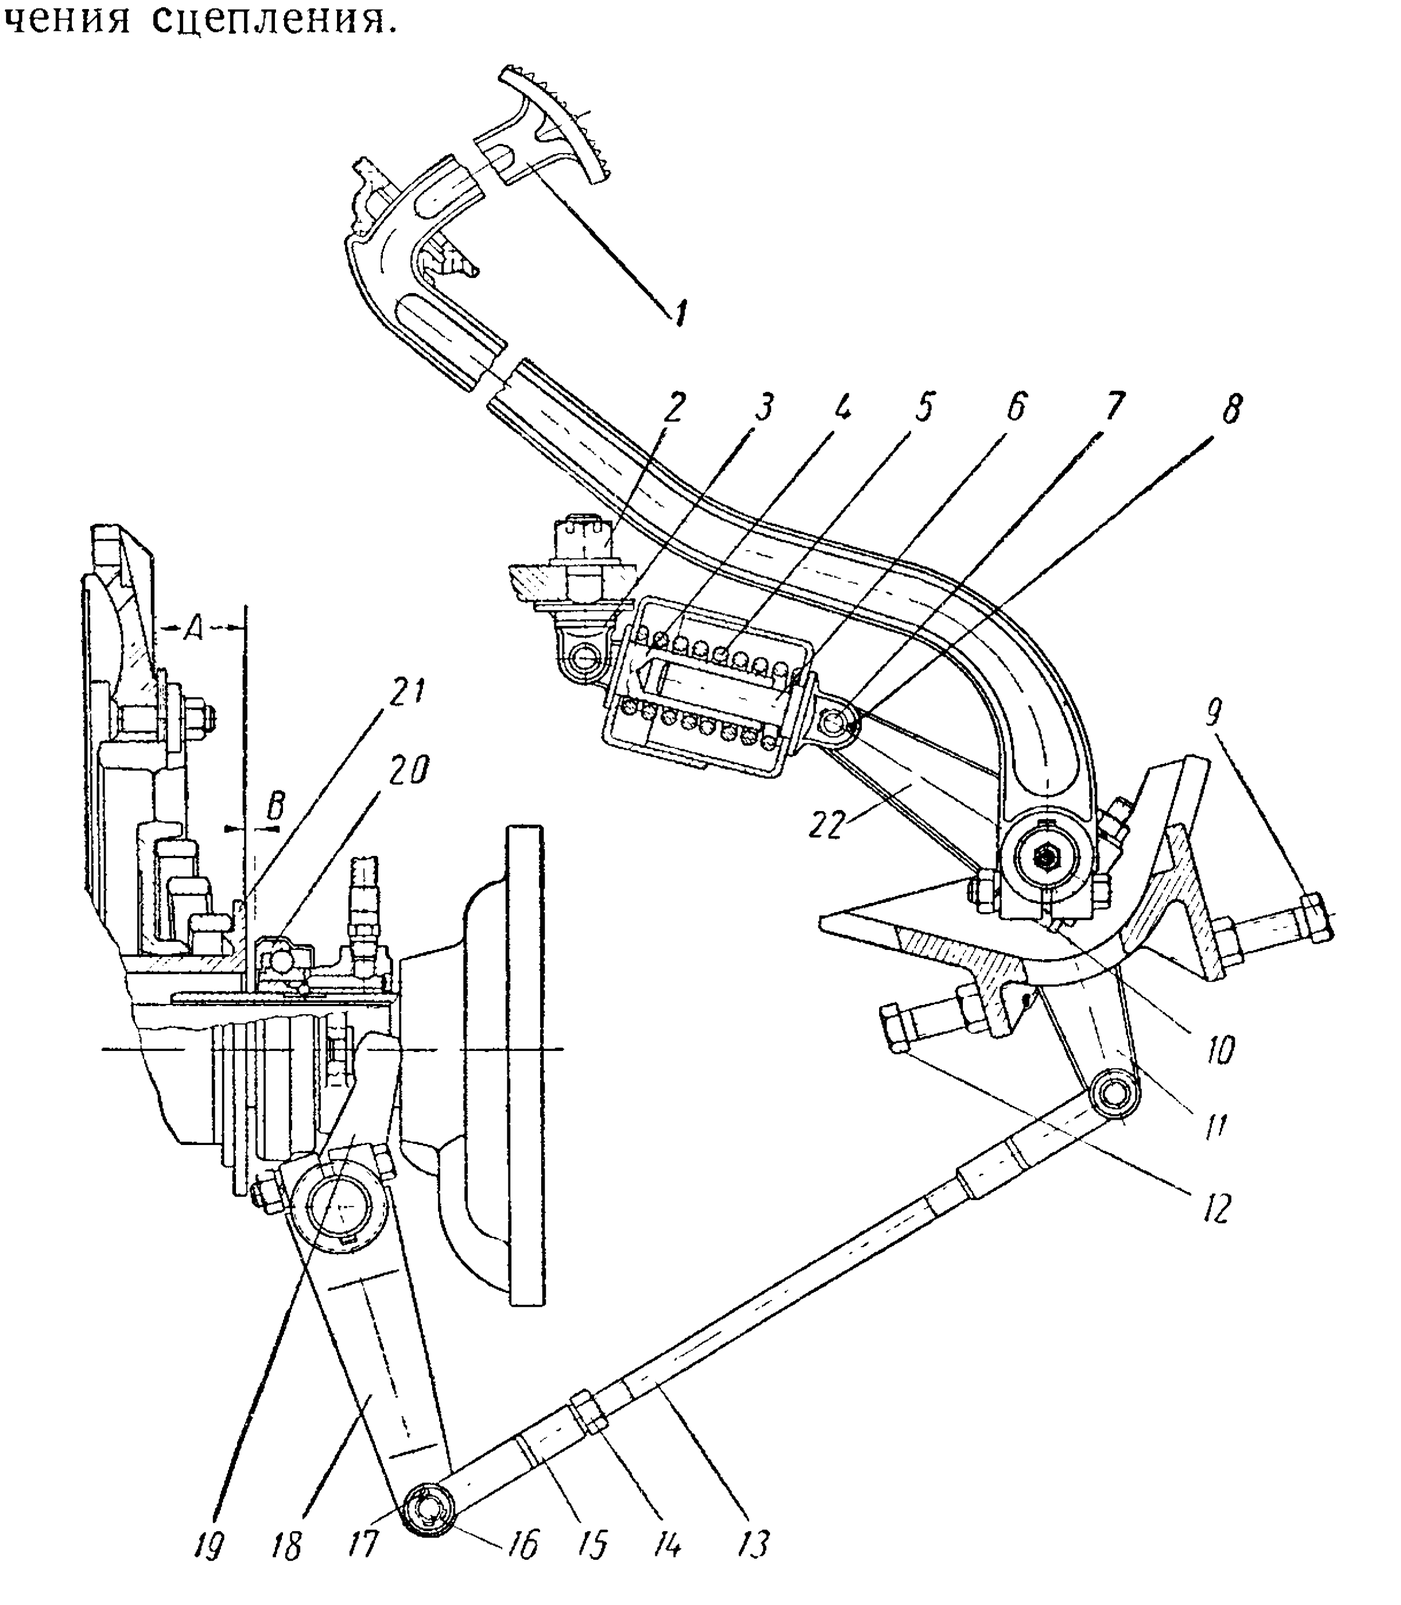

Рис. 96. Привод выключения сцепления:
1) регулировка размера А (рис. 96) между кожухом сцепления и муфтой отжимных рычагов;
2) регулировка зазора В (рис. 96) между выжимным подшипником и муфтой отжимных рычагов.